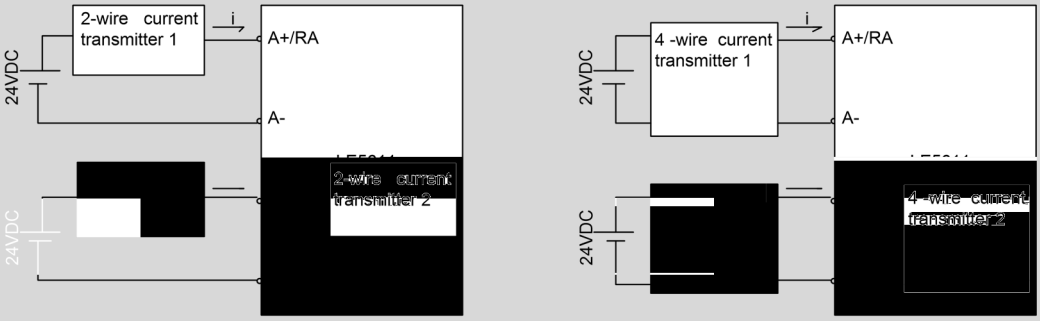

Figure 75 Wiring Diagram with 2-Wire ***Wiring Diagram with 4-Wire***
- 2-wire wiring and 4-wire wiring are as shown in Figure 75. The transmitter shall be supplied power through external power and also can choose 24VDC output of CPU module according to requirement of power capacity.